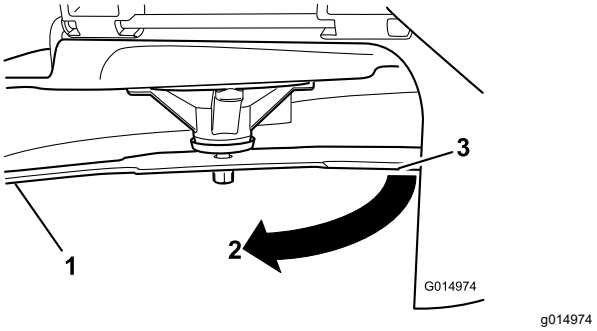

Figur 62
3. Målt afstand mellem skærekniven og overfladen (A)
4. Drej samme skærekniv 180 grader, så den modsatte skærekant nu befinder sig i samme position (Figur 62).